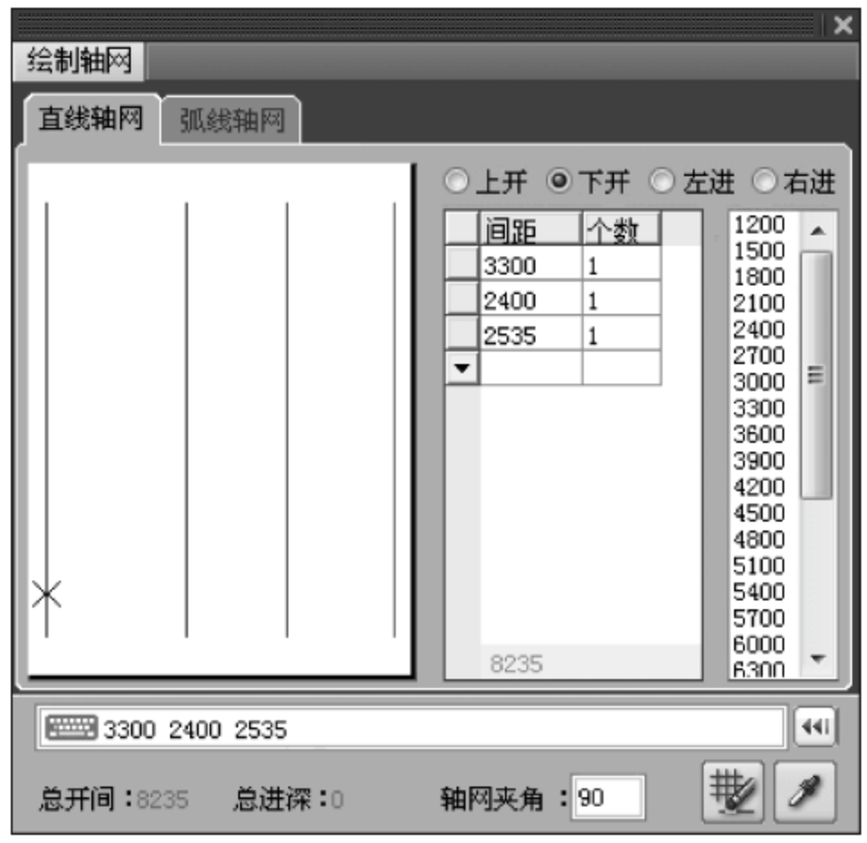

图 2-3　输入“下开间”值
(2) 选中“轴网夹角”。默认数值为 90°，即为正交轴网。
(3) 输入下开间值。单击“下开”按钮，即左面的圆圈中出现圆点。在“间距”中输入轴网数据，在“个数”中输入需要重复的次数，如图 2-3 所示。